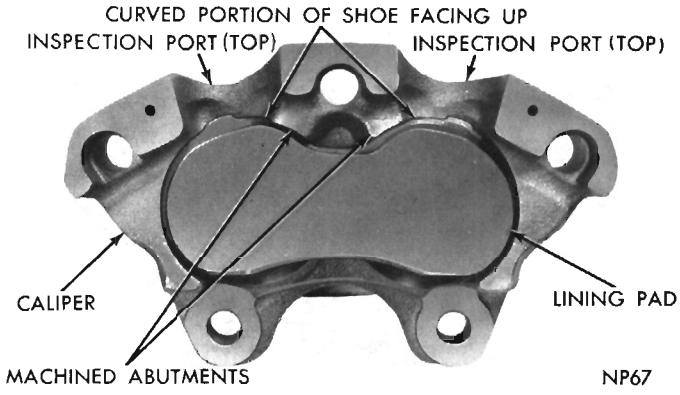

Fig. 17—Shoe and Lining Correctly Installed in Caliper
(9) Place mating caliper half over one clamped in vise and install attaching bolts. Tighten from 120 to 140 foot-pounds.
(10) Install brake shoes in caliper assembly with curved portion (with tabs) entering first and metal shoe against open ends of pistons. Using fingers, spread linings apart until pistons are seated in their bores. (Fig. 17).
(11) Install bleeder screw and tighten lightly.